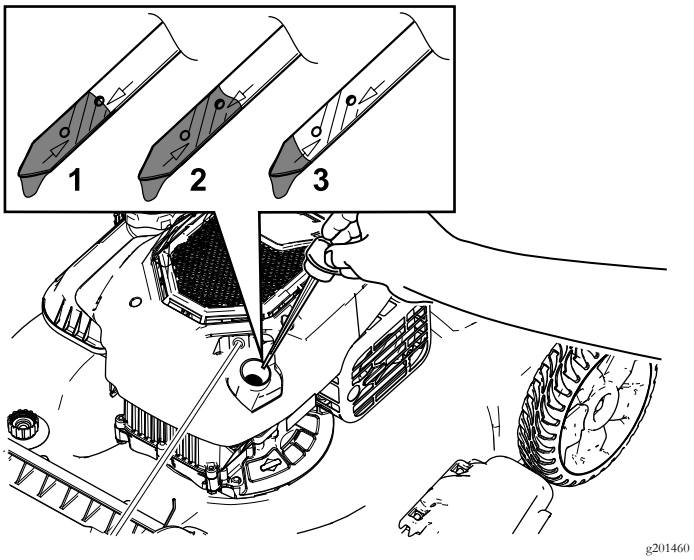

Rysunek 6
2. Wyjmij wskaźnik poziomu, obracając jego korek w lewo i wyciągając go (Rysunek 6).
7. Odczytaj poziom oleju na wskaźniku (Rysunek 6).